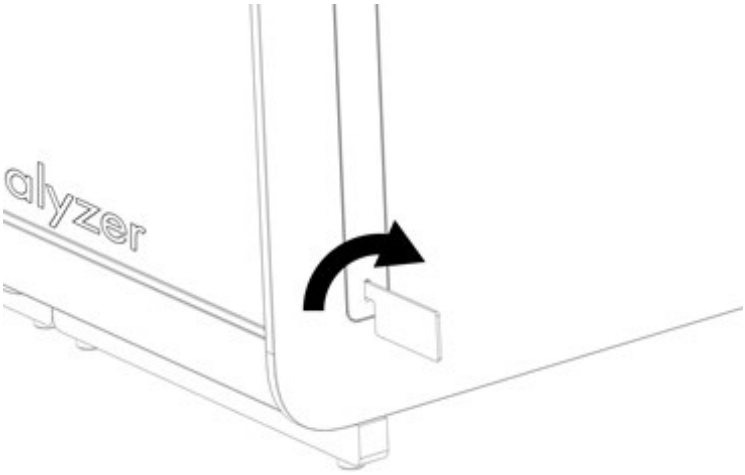

Figura 5. Retirada de las tapas de protección.
2. Retire las tapas de protección de la parte lateral del módulo analítico con la herramienta de retirada de la tapa de protección suministrada con el dispositivo QIAstat-Dx Analyzer 2.0 (Figura 5).